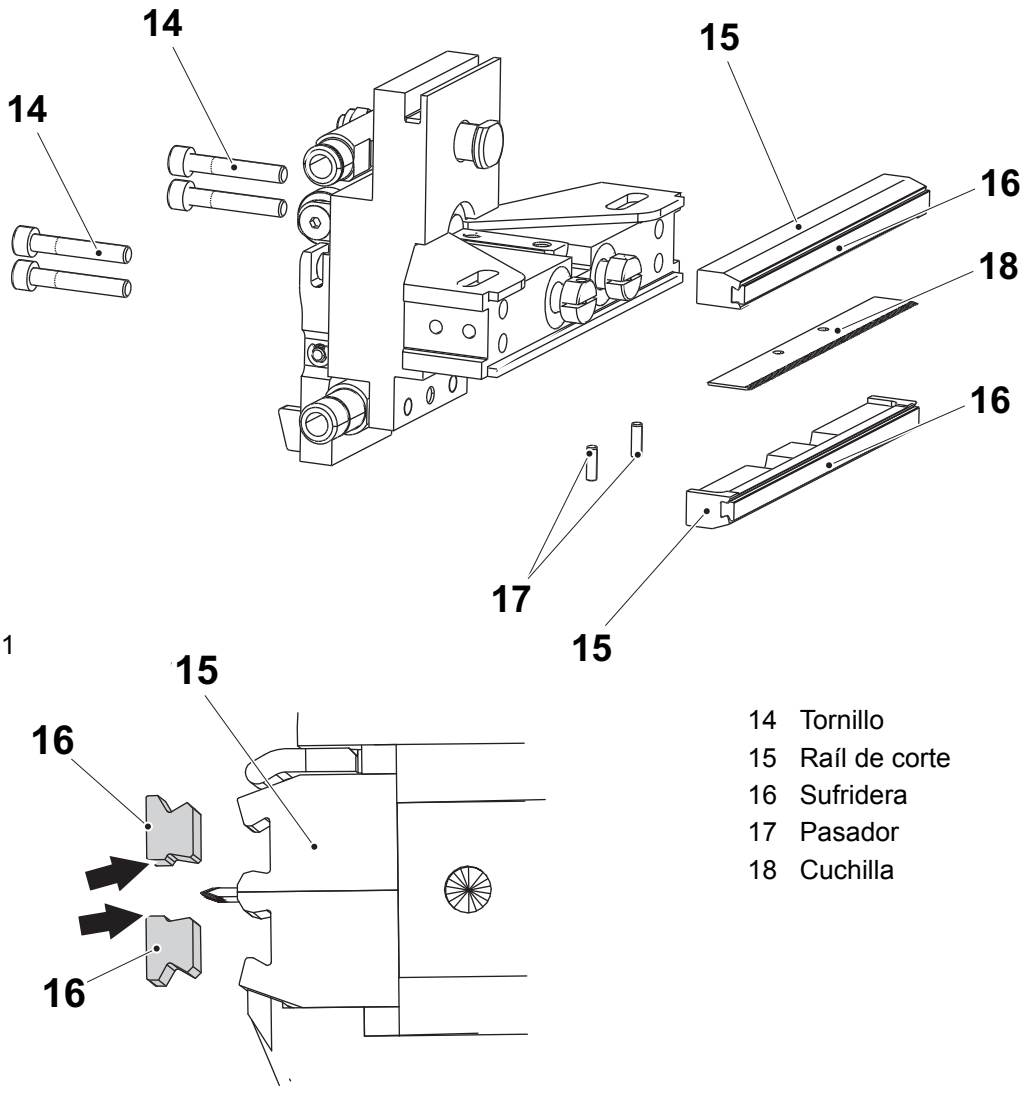

Figura 1
Si las sufrideras (16) no están montadas correctamente se puede producir un defecto en la soldadura transversal. Una vez instaladas, los números de pieza (flecha) de las sufrideras (16) deben quedar uno en frente del otro. Montar las sufrideras (16) como se muestra en la figura 1.
y) Instalar los raíles de corte (15) y los tornillos (14).